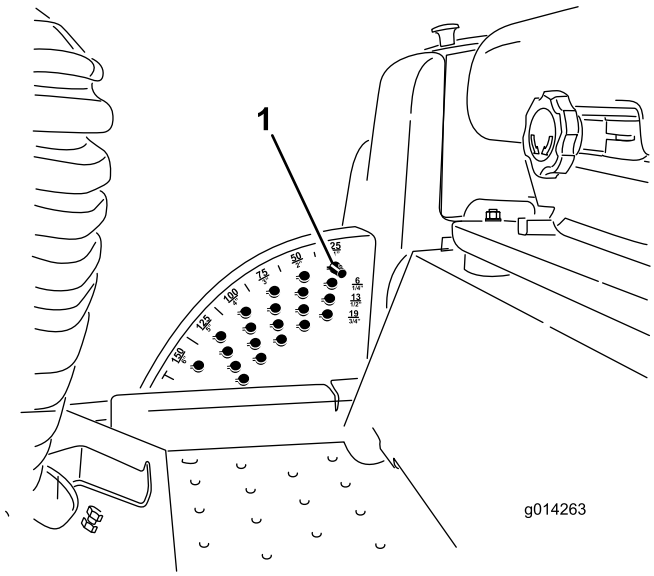

Figura 16
Nota: Para bloquear la carcasa del cortacésped en posición elevada, eleve la carcasa más allá de la posición de 15 cm, retire el pasador de tope de altura de corte (consulte Ajuste de la altura de corte), y ponga el pasador en la posición de altura de corte de 15 cm (Figura 16).
1. Con el motor en marcha, presione hacia atrás el interruptor de elevación de la carcasa hasta que la carcasa del cortacésped esté elevada del todo y **suelte el interruptor inmediatamente** (Figura 16).
2. Para ajustar, gire el pasador hasta que el nervio quede alineado con la ranura del taladro del soporte de altura de corte, y retire el pasador (Figura 16).
3. Seleccione un taladro del soporte de altura de corte que corresponda a la altura de corte deseada, inserte el pasador y gírelo para bloquearlo en esa posición (Figura 16).
Nota: Hay cuatro filas de taladros (Figura 16). La fila superior corresponde a la altura de corte impresa encima del pasador. La segunda fila corresponde a la altura impresa más 6 mm. La tercera fila corresponde a la altura impresa más 12 mm. La fila inferior corresponde a la altura impresa más 18 mm. Para la posición de 15,8 cm hay un solo taladro, situado en la segunda fila. Esta posición no añade 6 mm a la altura de 15,8 cm.